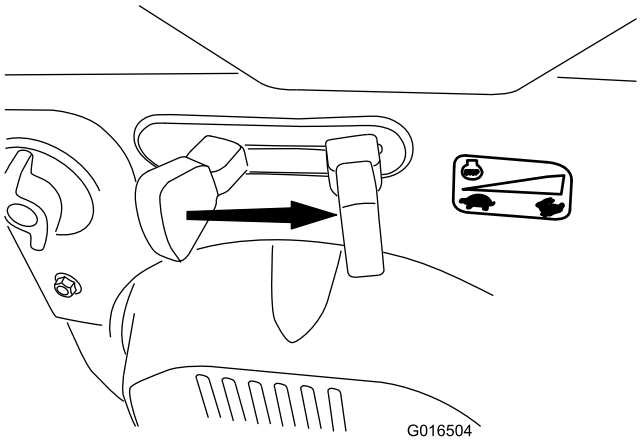

Bild 29
6. Stellen Sie den Gasbedienungshebel auf Schnell (Bild 29).